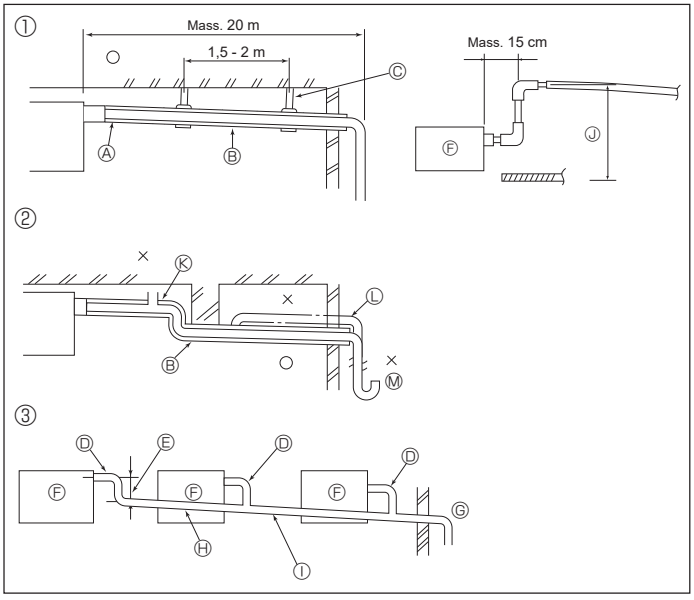

Fig. 5-1
5.1. Installazione della tubazione di drenaggio (Fig. 5-1)